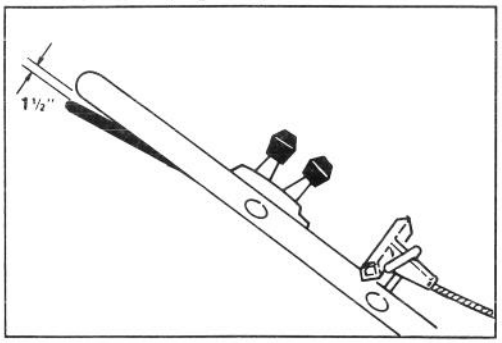

Figure 17
3. CHECK ADJUSTMENT—Slowly pull mower backwards while control bar is gradually moved toward handle. Adjustment is correct when rear wheels stop turning and control bar is about 1 inch from handle (Fig. 17).